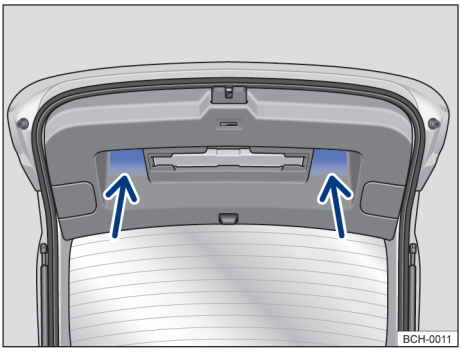

Fig. 59 Tampa traseira aberta: rebaixos (setas) para puxar e fechar.
– Puxar a tampa traseira pelo rebaixo no revestimento interno → Fig. 59 com impulso para baixo, de modo que se encaixe na fechadura → ⚠.